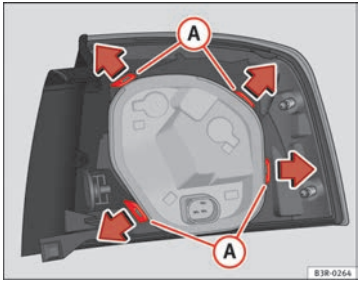

Fig. 222 Retaining tabs on reverse side of tail light
– Release the retaining tabs (A) ⇒ fig. 222.
– Lift the bulb carrier off in direction of the arrow (B).